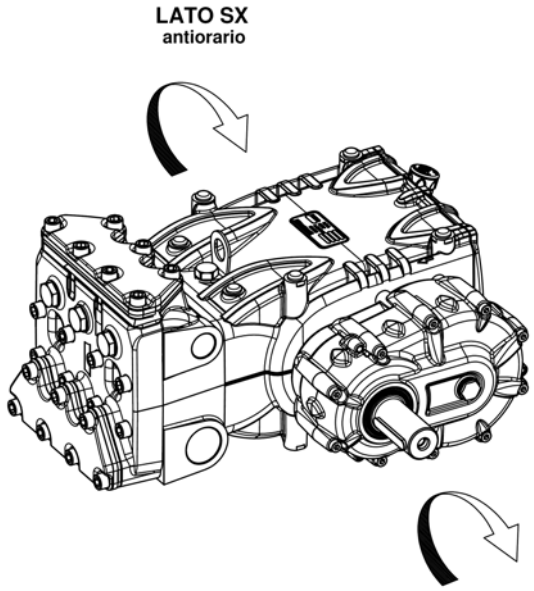

fig. 5a
- as per Fig. 5a for versions with reduction gear unit.